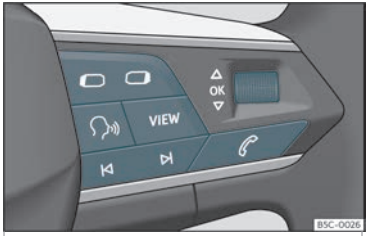

Abb. 60 Rechte Seite des Multifunktionslenkrads: Bedienelemente für die Menüs und Informationsanzeigen im Kombi-Instrument (ausstattungsabhängig).
Solange eine Warnung der Priorität 1 vorliegt, ››› **Seite 75**, kann auf kein Menü zugegriffen werden. Einige Warnmeldungen können bestätigt und ausgeblendet werden über die Taste **OK** am Multifunktionslenkrad ››› **Abb. 60**.
- Falls eine Meldung oder das Fahrzeug-Piktogramm angezeigt wird, drücken Sie die Taste **OK** ››› **Abb. 60**; ggf. mehrere Male.
- Zum Menüwechsel verwenden Sie die Tasten ▭ oder ▭ ››› **Abb. 60**.
- Um das Menü oder die Informationsanzeige aufzurufen, die angezeigt wird, drücken Sie die Taste **OK** ››› **Abb. 60** oder warten Sie einige Sekunden lang bis das Menü oder die Informationsanzeige automatisch geöffnet werden.
- Im angezeigten Menü, drehen Sie das rechte Rädchen am Multifunktionslenkrad ››› **Abb. 60** bis der gewünschte Menüpunkt markiert ist. Der Menüpunkt wird umrahmt dargestellt.
- Drücken Sie die Taste **OK** ››› **Abb. 60**, um die gewünschten Änderungen vorzunehmen. Eine Markierung zeigt an, dass die entsprechende Funktion bzw. das System aktiviert sind.
Drücken Sie die Taste ▭ oder ▭ ››› **Abb. 60**.